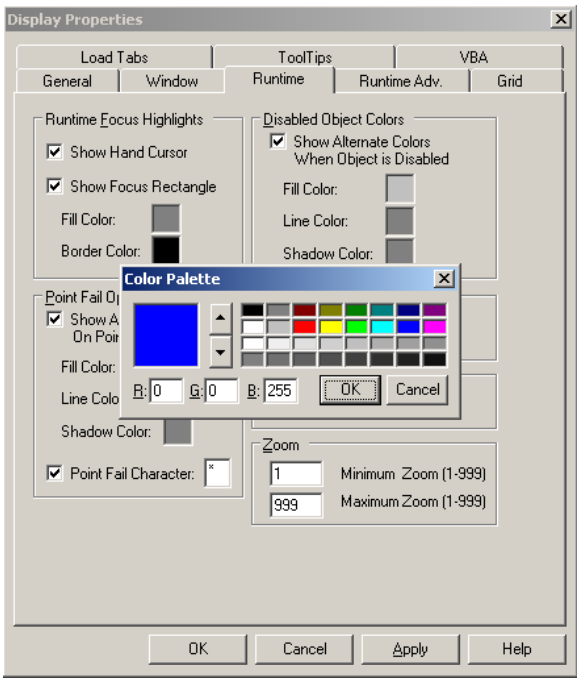

Figure L2.3 - Display Properties: Runtime Tab
8. Select the Runtime tab. Click on “Fill Color” in the Runtime Focus Highlights section and change the color of the focus rectangle to blue. (Red: 0; Green: 0; Blue: 255) as shown in Figure L2.3.